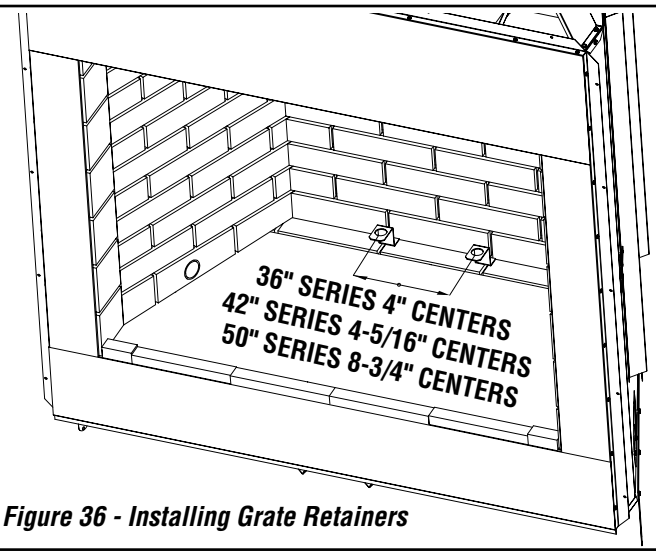

Figure 36 - Installing Grate Retainers
1. Place the provided grate retainers on the hearth as shown in ***Figure 36***. The back of the retainer will be flush with the rear firebrick wall. Mark the center of the hole on the hearth with a marker.